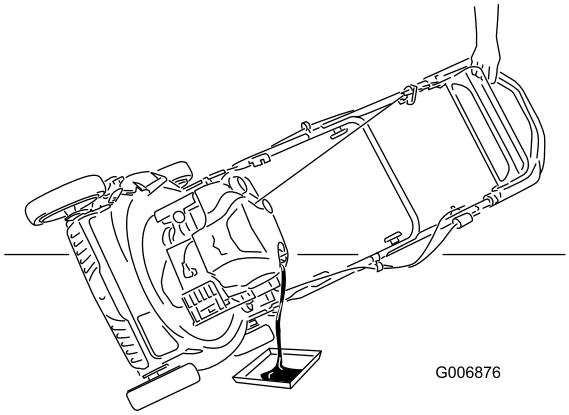

Bild 30
3. Kippen Sie den Rasenmäher seitlich (Luftfilter nach oben), um das Altöl über den Öleinfüllstutzen abzulassen (Bild 30).